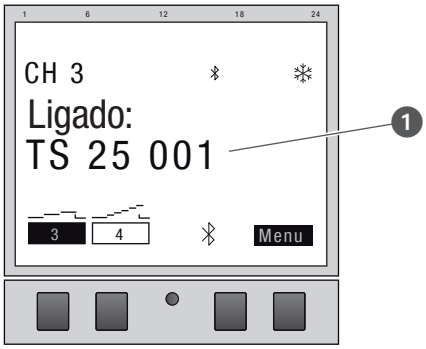

Fig. 24: A extensão de canal está ligada ao temporizador do distribuidor
9. Com a ligação ativa, a extensão de canal apresenta o nome do dispositivo conectado (Fig. 24/❶).